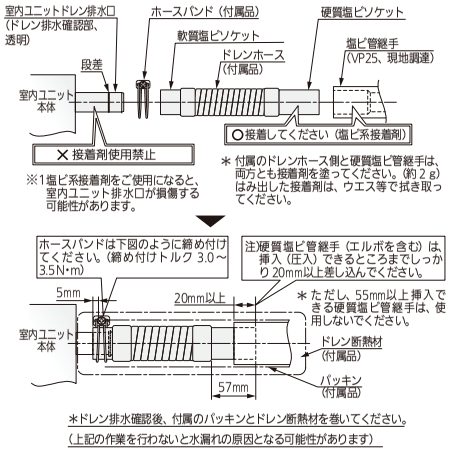

図13
- 図 13 のようにドレン排水口の段差までドレンホースを挿入し、ホースバンドを段差から 5mm はなしたところに、しっかりと締め付けてください。（締め付けけトルクは 3.0 ～ 3.5 N・m）
このとき、パッキンの合わせ目が上を向くようにしてください。その上に付属のドレン断熱材を巻いてください。（9ページ、図13）